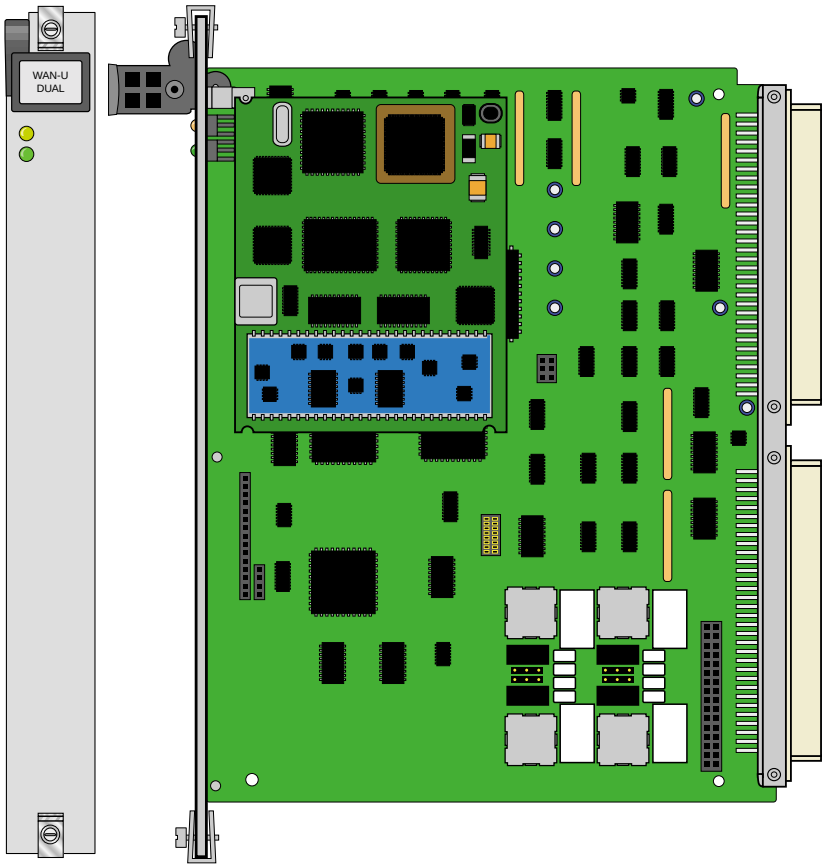

Figure 7-10.WAN-U DUAL Card (801160)
The WAN-U card is a dual-port card that provides HDSL 2.048 Mbps (E1) service when used with E1/HDSL plug-in modules (see Figure 7-10). **Only use the Adtran E1/HDSL module (820) with this card.**